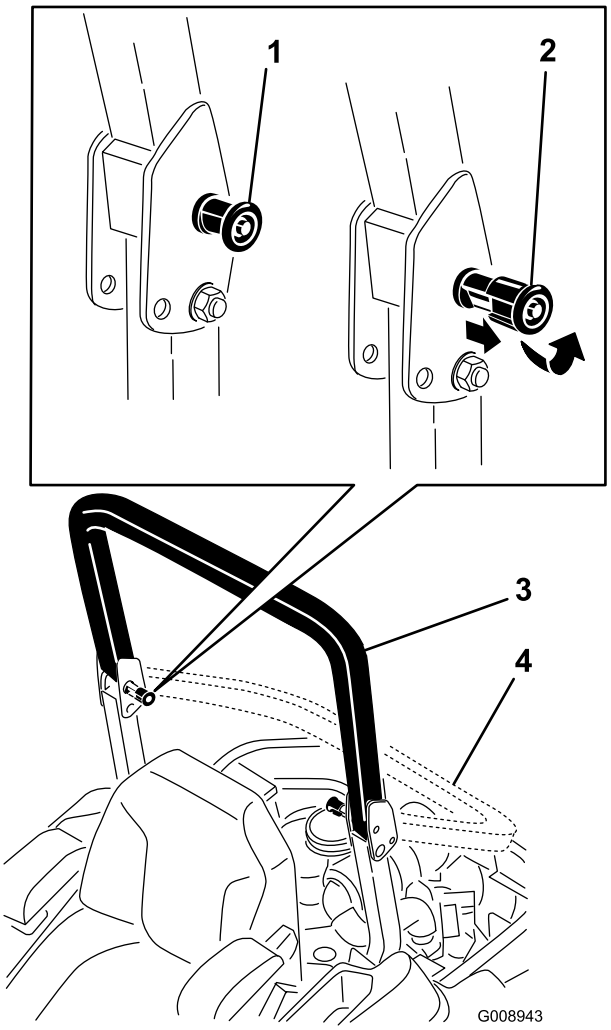

Figur 7
2. Dra ut begge knottene og vri dem 90°, slik at de ikke låser (Figur 7).
3. Senk veltebøylen til nedre stilling (Figur 7).
4. Hvis du vil sette opp veltebøylen kan du dra opp veltebøylen til bruksstillingen og vri på knottene slik at de går delvis inn i rillene (Figur 7).
5. Dra veltebøylen helt opp mens du skyver på den øvre veltebøylen. Da vil pinnene gå i lås når hullene stemmer overens med pinnene (Figur 7). Skyv på veltebøylen og kontroller at begge pinnene sitter godt.